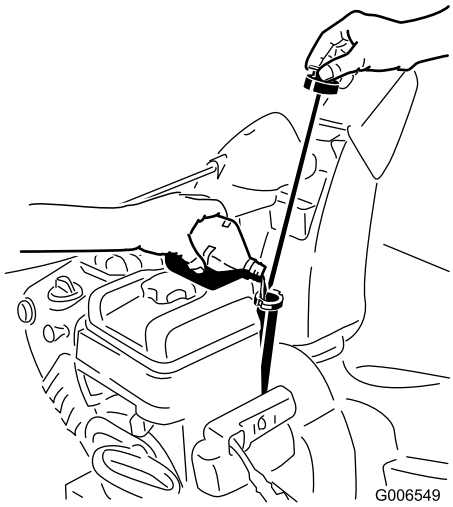

Figuur 41
2. Haal de peilstok eruit en controleer het oliepeil (Figuur 41). Als de olie niet tot de markering Bijvullen op de peilstok reikt, voeg dan olie toe. Zie het hoofdstuk Motorolie bijvullen.